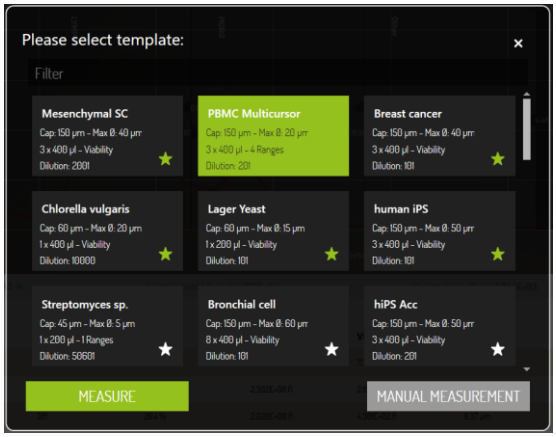
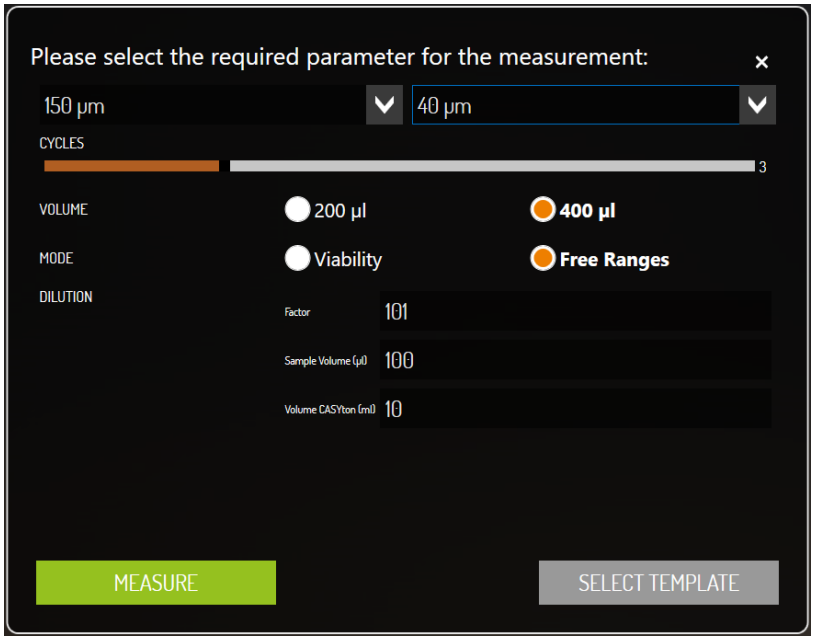

Figure 16: Template window opens after clicking on Measurement. A Template can easily be chosen and the measurement started
Figure 19: Manual measurement allows to measure samples without existing Template
Measuring a sample using an existing template can be done by clicking on “Measure”. Next a pop up will appear containing all existing templates (see Figure 16). The template that has been used most recently is preselected. To select another one, just click on the corresponding template. Clicking on “Measure” will start the measurement. After the measurement is finished the result will be displayed in Graph View (see Figure 17).
- Click **Manual Measurement** (see Figure 16) and a new window will open (see Figure 19)